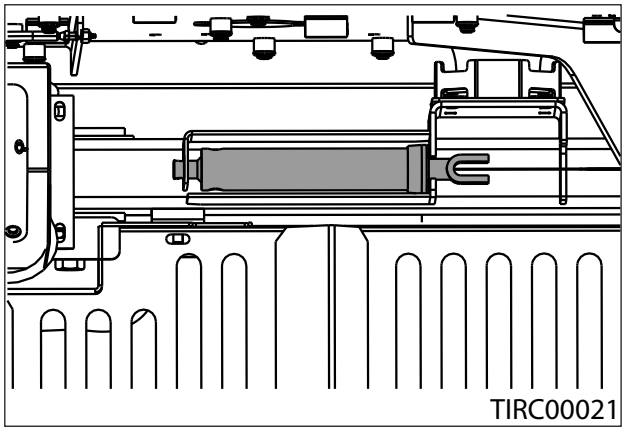

Figure 9.12 - Screen Tensioning Cylinder
7. Move lever on screen tensioning cylinder control valve to the up position, Reference: Figure 9.12.